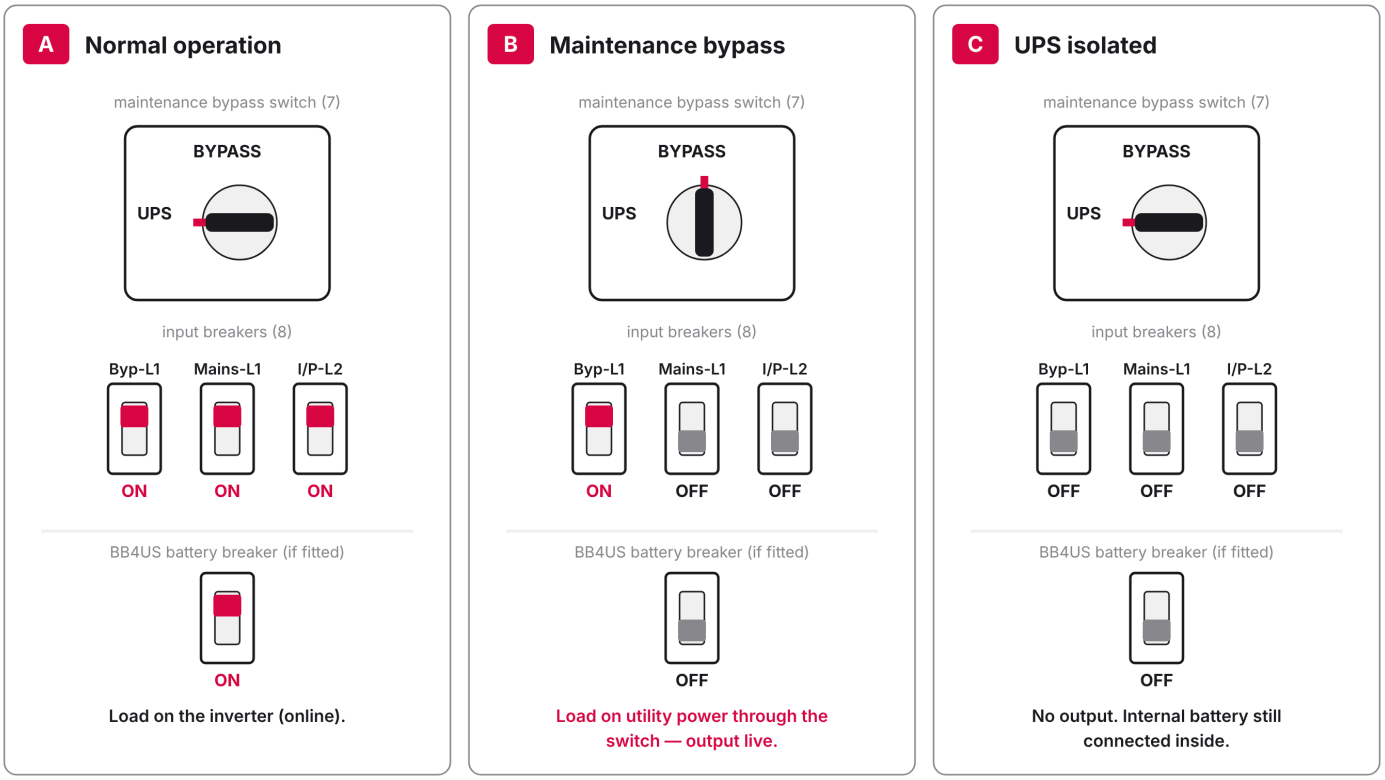

FIGURE 5-1 Breaker and maintenance bypass positions: A normal operation, B maintenance bypass, C UPS isolated. Numbers as in Figure 2-5
1. Check that the maintenance bypass switch is on **UPS** (Figure 5-1, A).
4. If a BB4US is connected, open its battery breaker (Figure 5-1, C).
4. Open **Mains-L1** and **I/P-L2**. Leave **Byp-L1** closed: on the AEC single-line diagram the maintenance bypass is fed through it (Figure 5-1, B).
4. Select **Control › Function › Manual Transfer to Inverter**. INV lights (Figure 5-1, A).